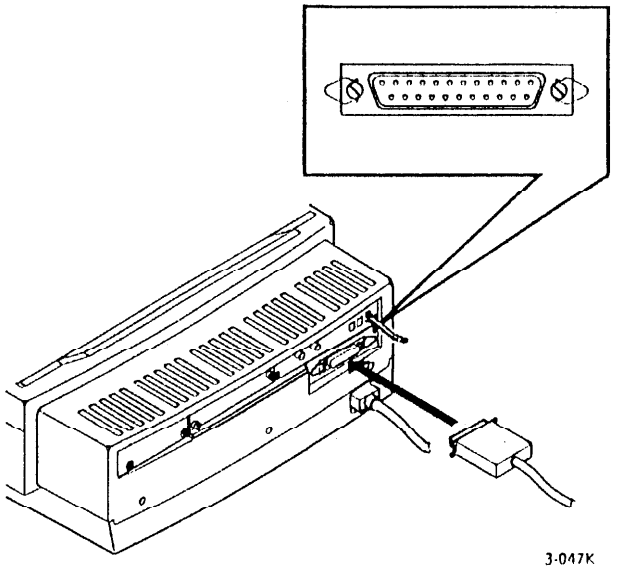

Рис. 2 Подключение кабеля интерфейса
5. (Рис. 2): Подсоедините кабель принтера и закрепите его фиксаторами.